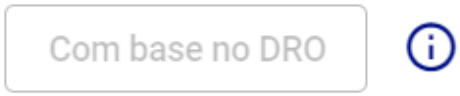

Figura 193: Com Base no DRO
* **Com Base no DRO (Figura 193):** Este método calcula o valor do orçamento utilizando os dados do Demonstrativo de Resultados Operacionais (DRO) do mês base de referência. O sistema projeta os valores com base no resultado do DRO e, adicionalmente, aplica o percentual de correção definido no momento do cálculo.